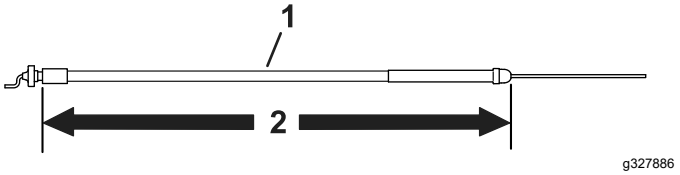

Bild 7
- Verwenden Sie den Gaszug mit einer Länge von 158,3 cm, für alle Modelle, jedoch nicht für Zugmaschinen der Modellreihe 04056; siehe Bild 7.